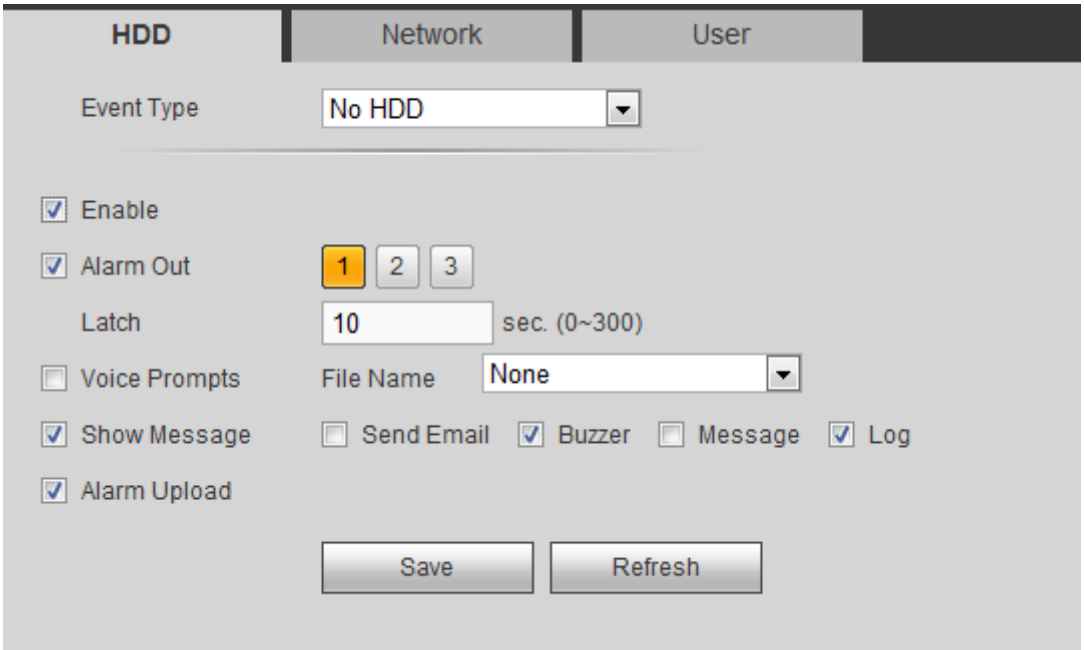
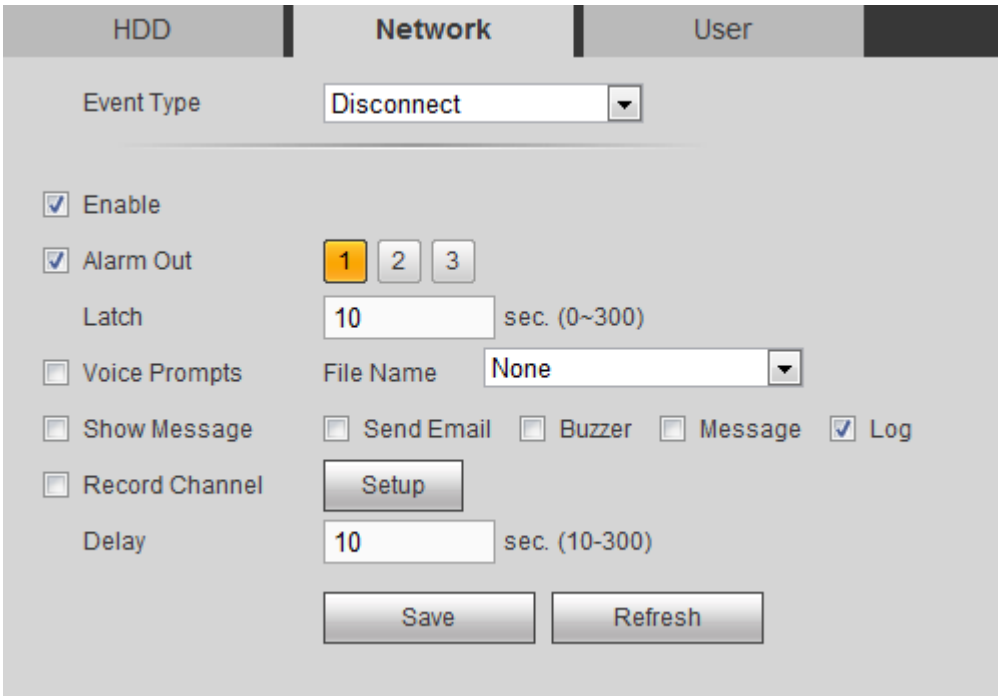

Figure 5-78
Figure 5-80
1) It includes three types: HDD/Network/User. See Figure 5-78 and Figure 5-80.